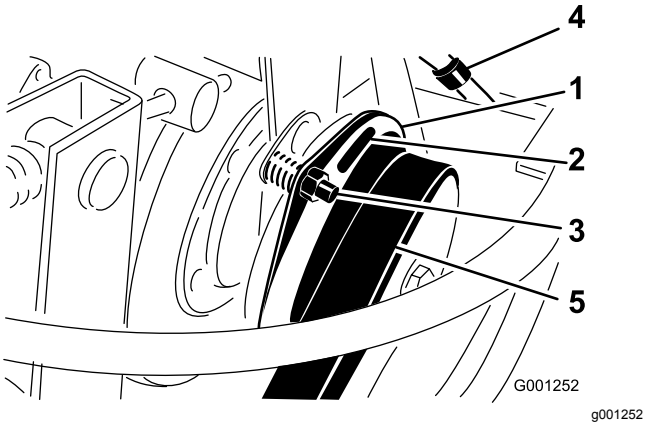

Figur 76
3. Justera luftgapet så att ett 0,4 mm bladstål kan föras in mellan kopplingskanten och friktionsplattan med lätt tryck (Figur 76).
Obs: Du kan minska gapet genom att vrida på justerskruven medsols (Figur 76). Det maximala servicegapet är 0,7 mm. Justera alla tre luftavstånden.